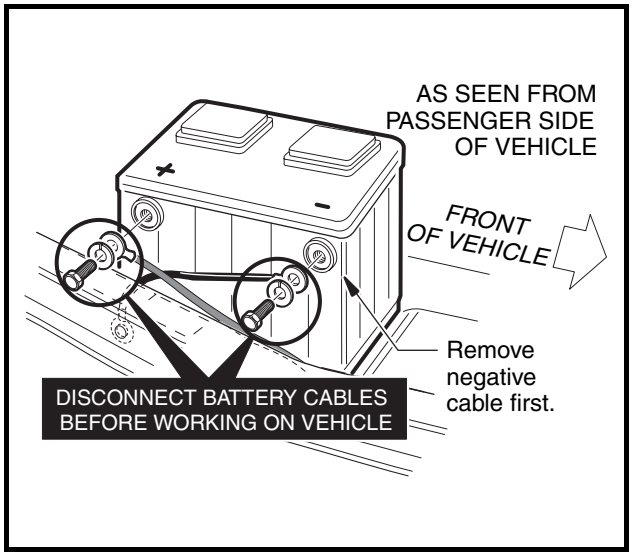

Figure 1-1 Gasoline Vehicle
- **Disconnect battery cables, negative (–) cable first (Figure 1-1, Page 1-3).**